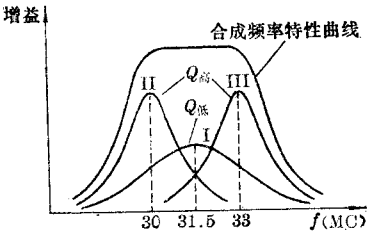
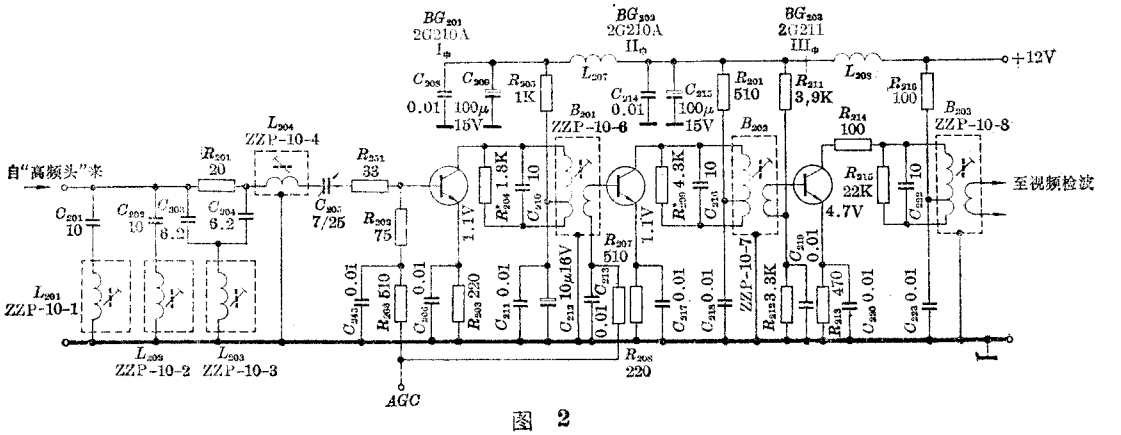
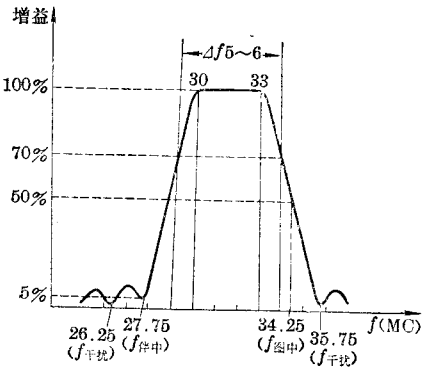

图 1
图 2
图 3
在凯歌4D4、飞跃9DS一类的晶体管电视机中，图象中放一共有三级。采用参差调谐的办法，可以同时获得增益高、频带宽和选择性好的性能。所谓参差调谐就是把各个单调谐回路调谐于三个不同的频率上（图1）。常把靠
图2是飞跃9DS4的实际中放电路。它的第一级调谐回路由B_{201}的初级和C_{210}组成，调谐于31.5MC。第二、三级的负载也是单调谐回路，由B_{202}的初级和C_{216}；B_{203}的初级和C_{222}分别调谐于30MC及33MC上。这样做也就是采取了三参差调谐。电路中并联于调谐回路的R_{204}，R_{209}，R_{215}分别为三个阻尼电阻，用来调整各自的Q值，以便形成似图1的特性曲线。由此可见，B_{201}，B_{202}，B_{203}是图象中放的
然而实际的中放频率特性曲线必须具有图3的形状。这是因为对于一架性能良好的电视机还必须做到以下几点：
(1) 必须最大限度地抑制邻近频道干扰，以确保良好的选择性。为此在电路中增加了二个吸收回路。仍以图2为例，L_{201}与C_{201}组成的串联电路，谐振于26.25MC，这个频率是相邻高一频道的图象干扰载频。由于这种LC串联回路的Q值很高，谐振时的阻抗极小，亦即吸收的性能极好，形成了图3左面的第一个凹点。显然经过吸收回路这种频率的干扰信号已被最大限度地衰减，进入中放级已是微乎其微了。第二个吸收回路是L_{203}，R_{201}，C_{203}和C_{204}。这是一个"吸收"性能较好的T型桥式电路，调谐于35.75MC，可以良好地抑制相邻的低频道的伴音载频干扰。图3中的右面一个凹点就是这个吸收回路的作用。同样，这个干扰信号进入中放级时也已微乎其微了。这样抑制了邻近频道的干扰，提高了整机的选择性。
(2) 必须设法防止接收频道的伴音信号对图象信号的干扰。图2中L_{202}，C_{202}组成了第3个吸收电路。这也是一个串联谐振电路，调谐于27.75MC的伴音中频。该LC回路的Q值也很高，对谐振信号的吸收作用好，而且谐振曲线尖锐，不会把相邻的其他信号也吸收了。一般使通过图象中放的伴音信号仅为最大幅度的5%就可避免伴音对图象的干扰。至于伴音信号的增益问题反正可由伴音中放级来解决。图3中的左起第二个下凹点就是这个吸收回路的作用。
(3) 由于广播电视采用的是残留边带发送，在接收机中必须校正由此带来的固有失真。(有关这方面的知识请参阅其他文章，这里不加讨论了。)为此必须将图象中频的34.25MC信号幅度衰减一半，也即使它处于频率特性曲线斜边高度的50%处。适当调谐L_{202}所形成的35.75MC下凹点就可使频率曲线的右斜边符合上述要求。
在图象中放，由于采取了上述一些措施，终于获得了形似图3的中放频率特性曲线，保证了整机的良好性能。
这里可以看到，在图2的电路中，仅图象中放级就用了7只不同规格的中周。这种10A型